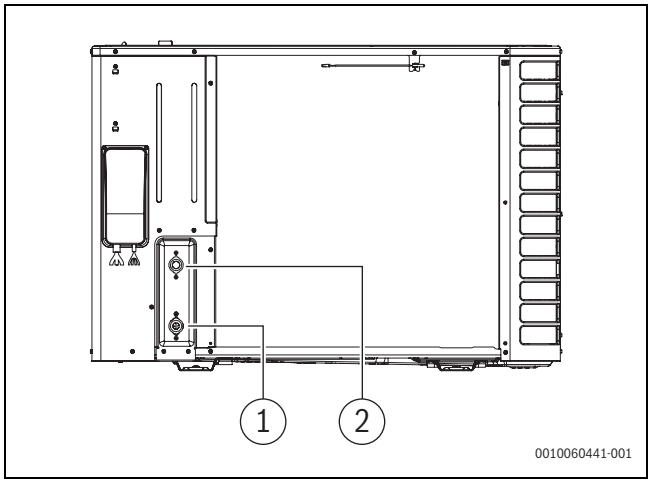

Bild 29 Anschlüsse der Rohre für das Wärmeträgermedium; Beschreibung gilt für alle Größen.
- Rücklaufleitung von der Inneneinheit an den Eintritt für das Wärmeträgermedium anschließen (→ [1], Bild 29).
- Vorlaufleitung zur Inneneinheit an den Austritt für das Wärmeträgermedium anschließen (→ [2], Bild 29).